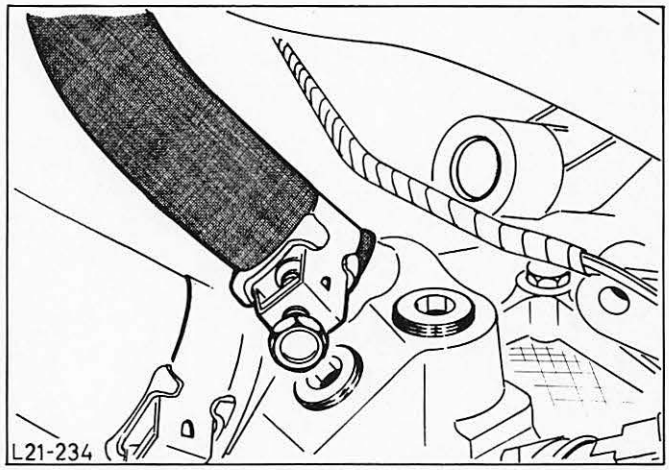

Abb.17 Heißwasserschlauch am Wasserstutzen-Ansaugbrücke
- Beim Aus- und Einbau des Motors müssen die Heißwasserschläuche der Heizung am Thermostatgehäuse sowie am Wasserstutzen-Ansaugbrücke ab- bzw. angebaut werden, Abb.17.